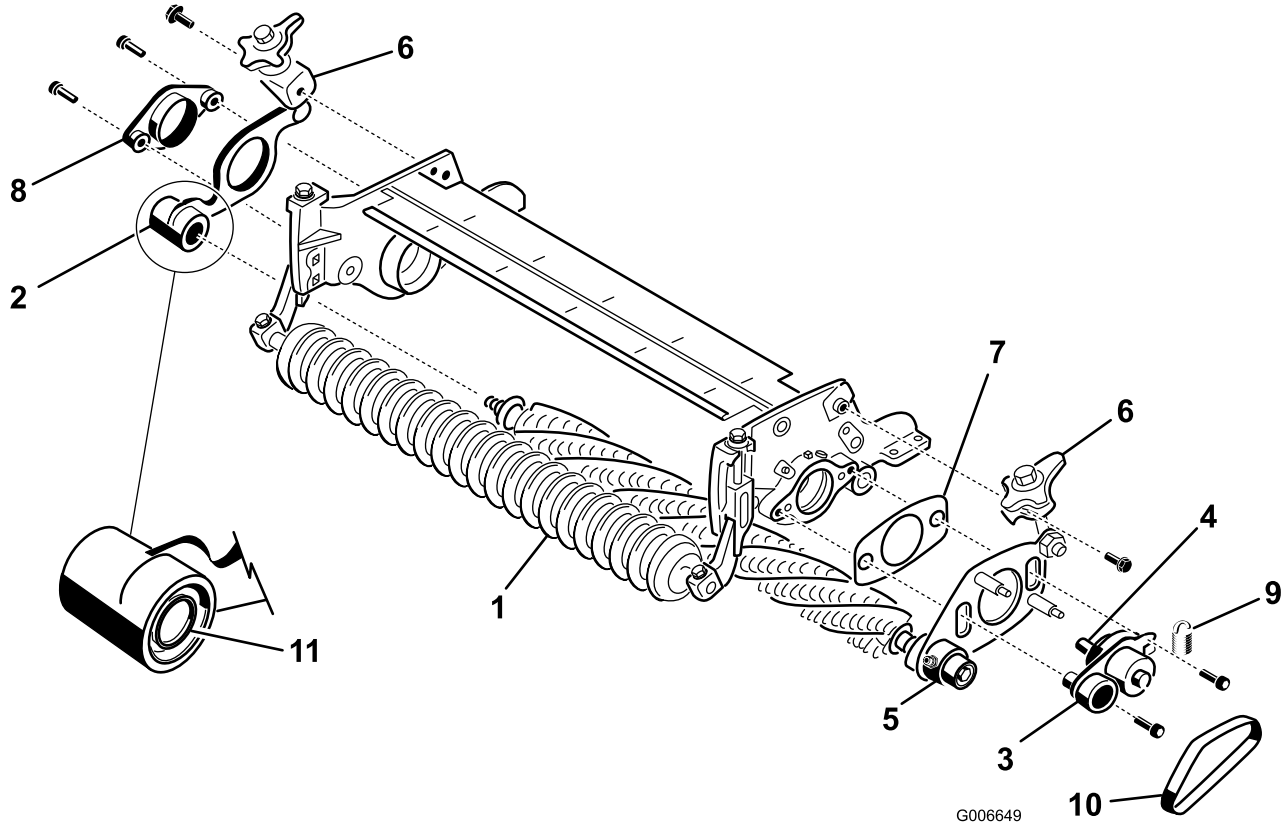

Figura 9
14. En el **lado opuesto a la transmisión** del acondicionador, retire la chapa del acondicionador con palanca de elevación rápida del eje del acondicionador (Figura 9).
16. En el lado de la transmisión de la unidad de corte, monte el cubo pivotante, la chapa del acondicionador con palanca de elevación rápida del lado de la transmisión, y el suplemento en la chapa lateral de la unidad de corte con 2 tornillos de cabeza hexagonal de 3/8" x 1" (Figura 9). Aplique Loctite azul a la rosca de los tornillos antes de la instalación.
17. Instale la chapa del acondicionador del extremo opuesto a la transmisión en el eje del acondicionador (Figura 9). Tenga cuidado de que no se desprenda el muelle del retén.
18. Sujete el buje pivotante del extremo opuesto a la transmisión a la chapa lateral de la unidad de corte con 2 tornillos de cabeza hexagonal de 3/8" x 1" (Figura 9). Aplique Loctite azul a la rosca de los tornillos antes de la instalación.
20. Monte las palancas de elevación rápida a las chapas laterales con pernos con arandela prensada de 3/8" x 3/4" (Figura 9).
21. Instale la correa del acondicionador en las poleas (Figura 9). Asegúrese de que los nervios de la correa están correctamente asentados en las ranuras de cada polea.